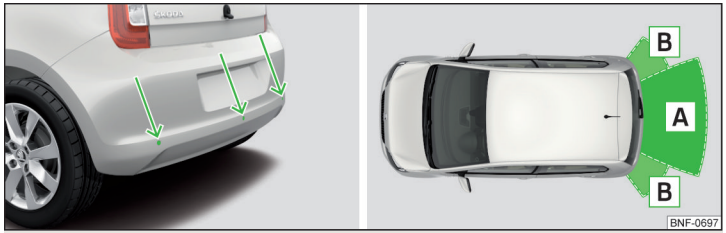

Fig. 125 **Posizione di montaggio / portata dei sensori**
- Mantenere i sensori del sistema » fig. 125 *a pag. 109* puliti, privi di neve e ghiaccio e non coprirli con oggetti, altrimenti si può limitare il funzionamento del sistema.
Il sistema rileva, con l'ausilio di sensori a ultrasuoni, la distanza di un ostacolo dal paraurti. I sensori a ultrasuoni sono alloggiati nel paraurti posteriore » fig. 125.
Portata indicativa dei sensori » fig. 125